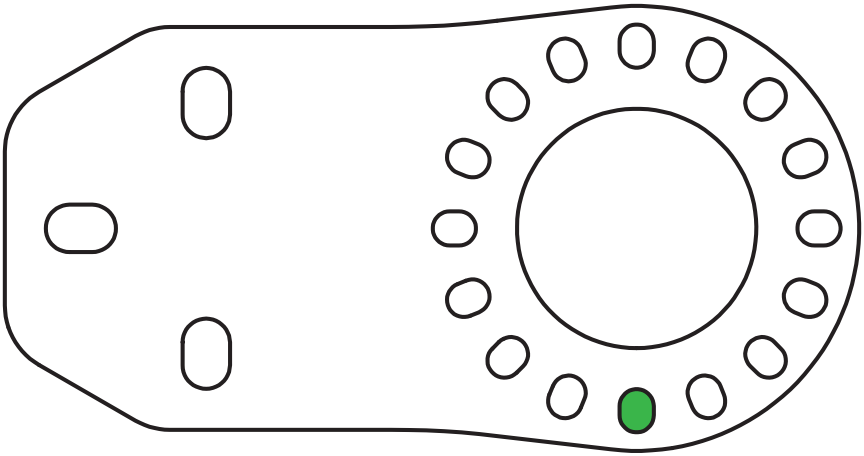

Figure 7 - Correct Bracket Hole for Pin on Top of Catch Can
8. Position the catch can pin into the bracket hole shown in Figure 7.